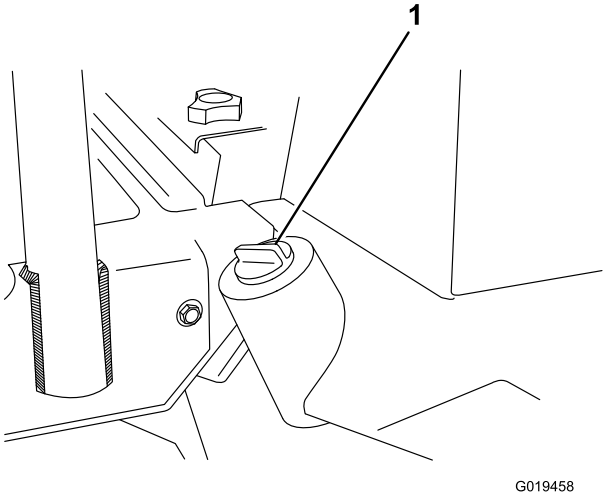

Bild 34
2. Reinigen Sie den Bereich um den Füllstutzen und den Deckel des Hydraulikbehälters (Bild 34). Schrauben Sie den Deckel vom Füllstutzen ab.